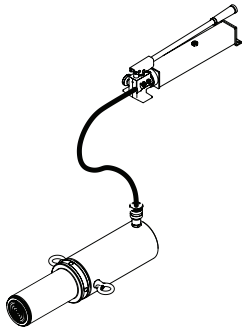

Figura 2: Purga del aire de la bomba/ariete
1. Purgue el aire del ariete: Coloque la bomba en una posición más elevada que la manguera y el ariete, como se muestra en la Figura 2. El objetivo es forzar el aire en forma ascendente hacia el depósito, por lo que debe cerrar la válvula y extender el ariete tan rápido como sea posible. Abra la válvula por completo para que el aceite y el aire regresen al depósito. Repita el procedimiento dos o tres veces.